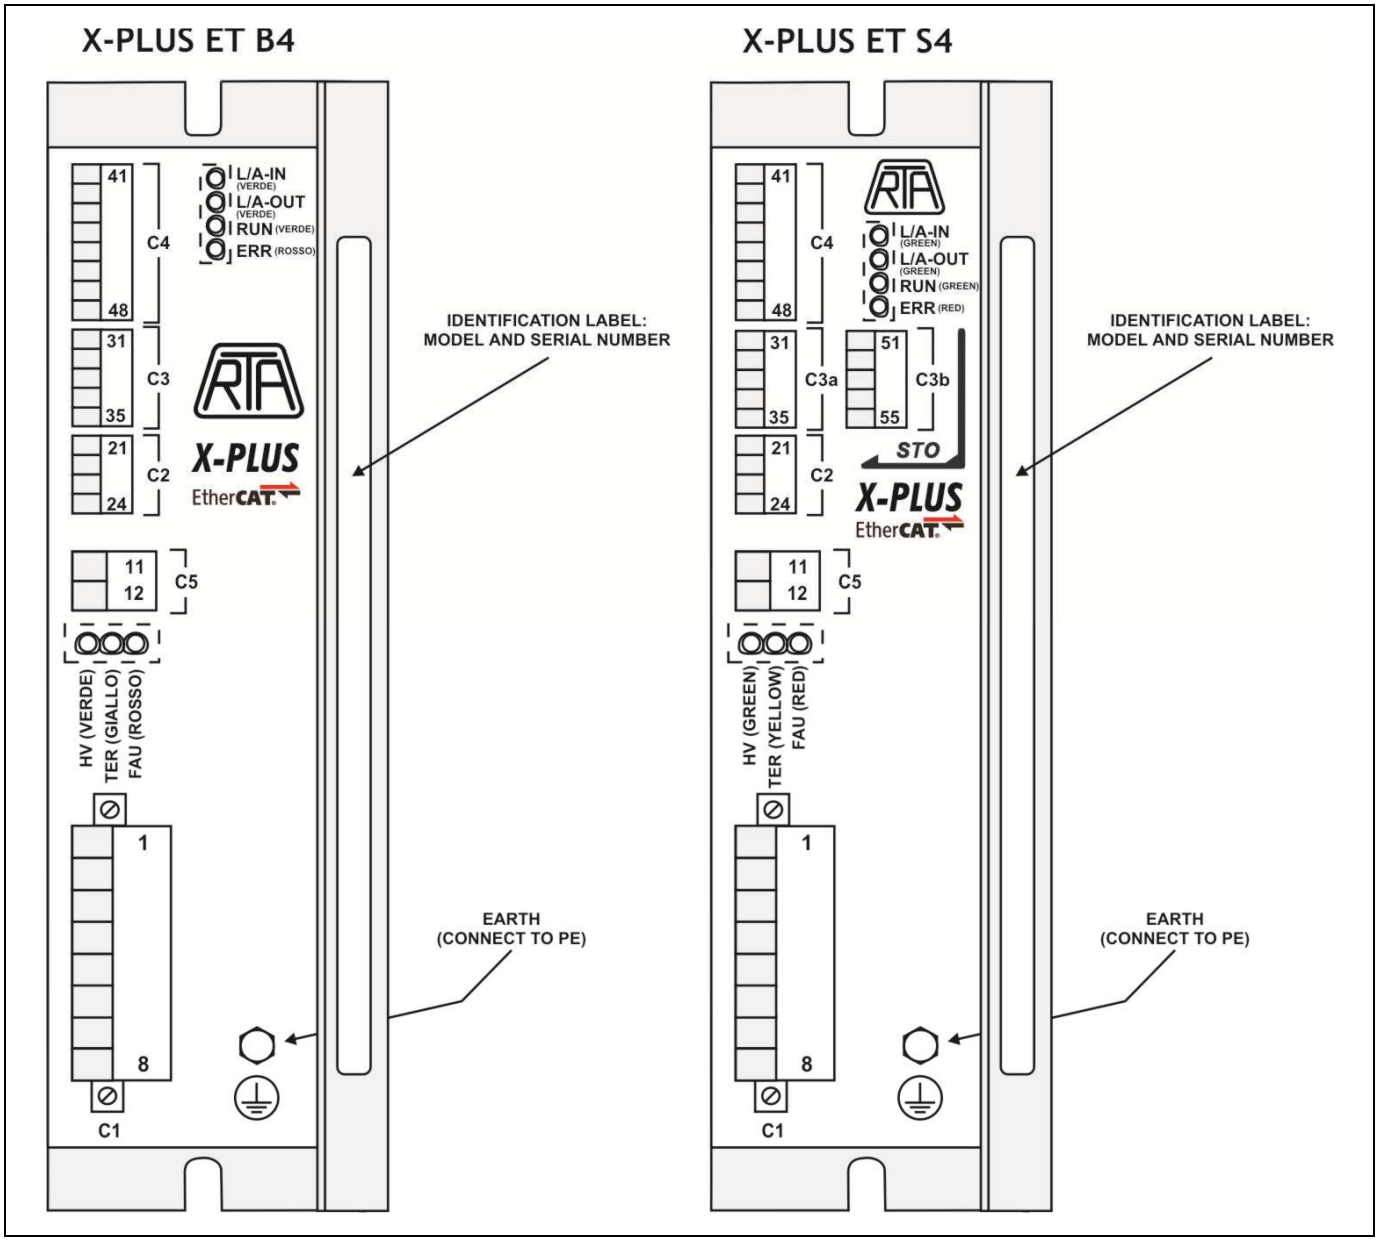

Fig. 5 – Signalling leds and connectors.
6.2- Fig. 5 shows the position of signalling LEDs, connectors and labels in X-PLUS ET series drives.